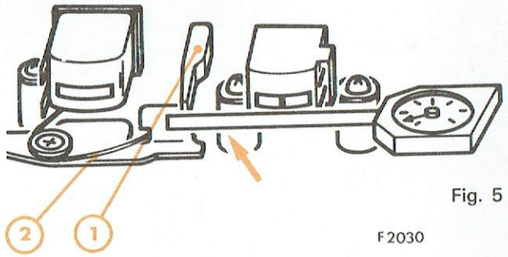

Fig. 5
B. CONTROLE DE LA FORCE NÉCESSAIRE AU FONCTIONNEMENT DE L'ARRÊT AUTOMATIQUE (Fig. 5)